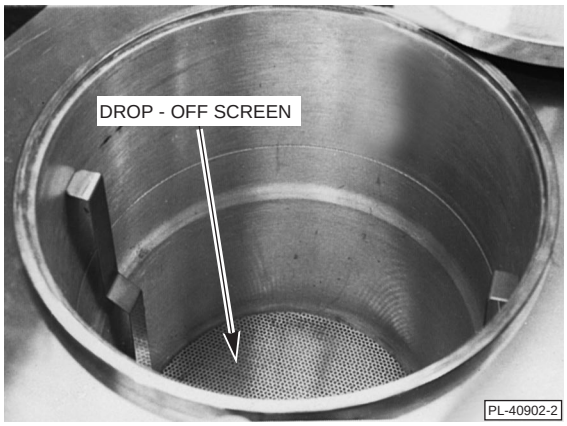

Fig. 13
9. Wash the fry basket and drop-off screen (Fig. 13) in hot soapy water. Rinse thoroughly and wipe dry with a soft clean cloth.
8. Wash the fry basket and drop-off screen (see Fig. 13) in hot soapy water. Rinse thoroughly and wipe dry with a soft clean cloth.